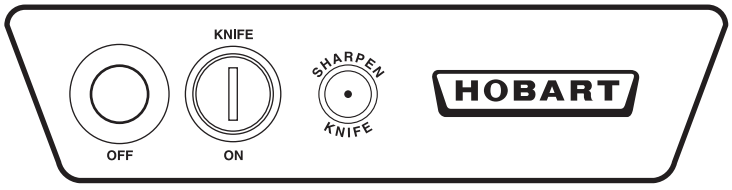

Fig. 9
- Turn the slicer on by pressing the Knife On button (Fig. 9).